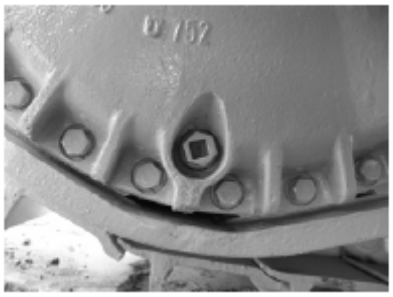

Рис. 4-15
5. Замена масла в картере концевого привода (рис. 4-15)